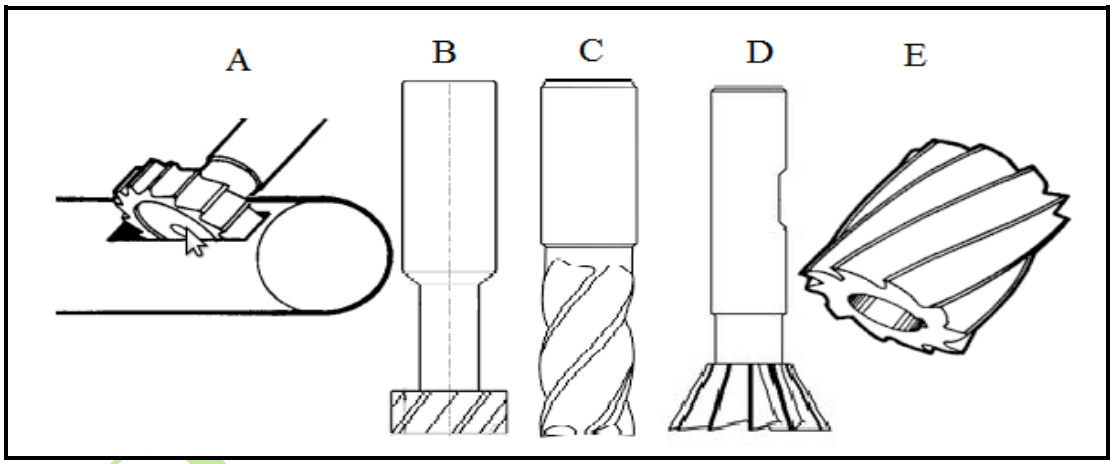

FIGURE 4 (5)
4.3 FIGURE 4 below shows different types of cutting tools used for milling.